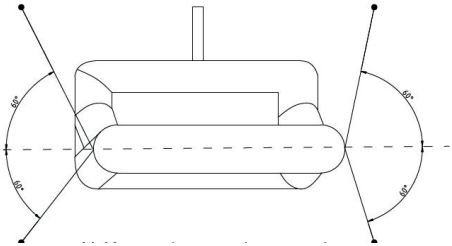

Afb. 3: Scherm ontspannen
Gebruik de spanaccessoires (D) om het scherm tegen omvallen te beschermen. Breng de haringen door de lussen van het onderste framedeel en veranker deze vast in de ondergrond. Bind de touwen aan de bovenste lussen en span deze telkens in een hoek van ca. 60° naar beneden vast (afb. 3).